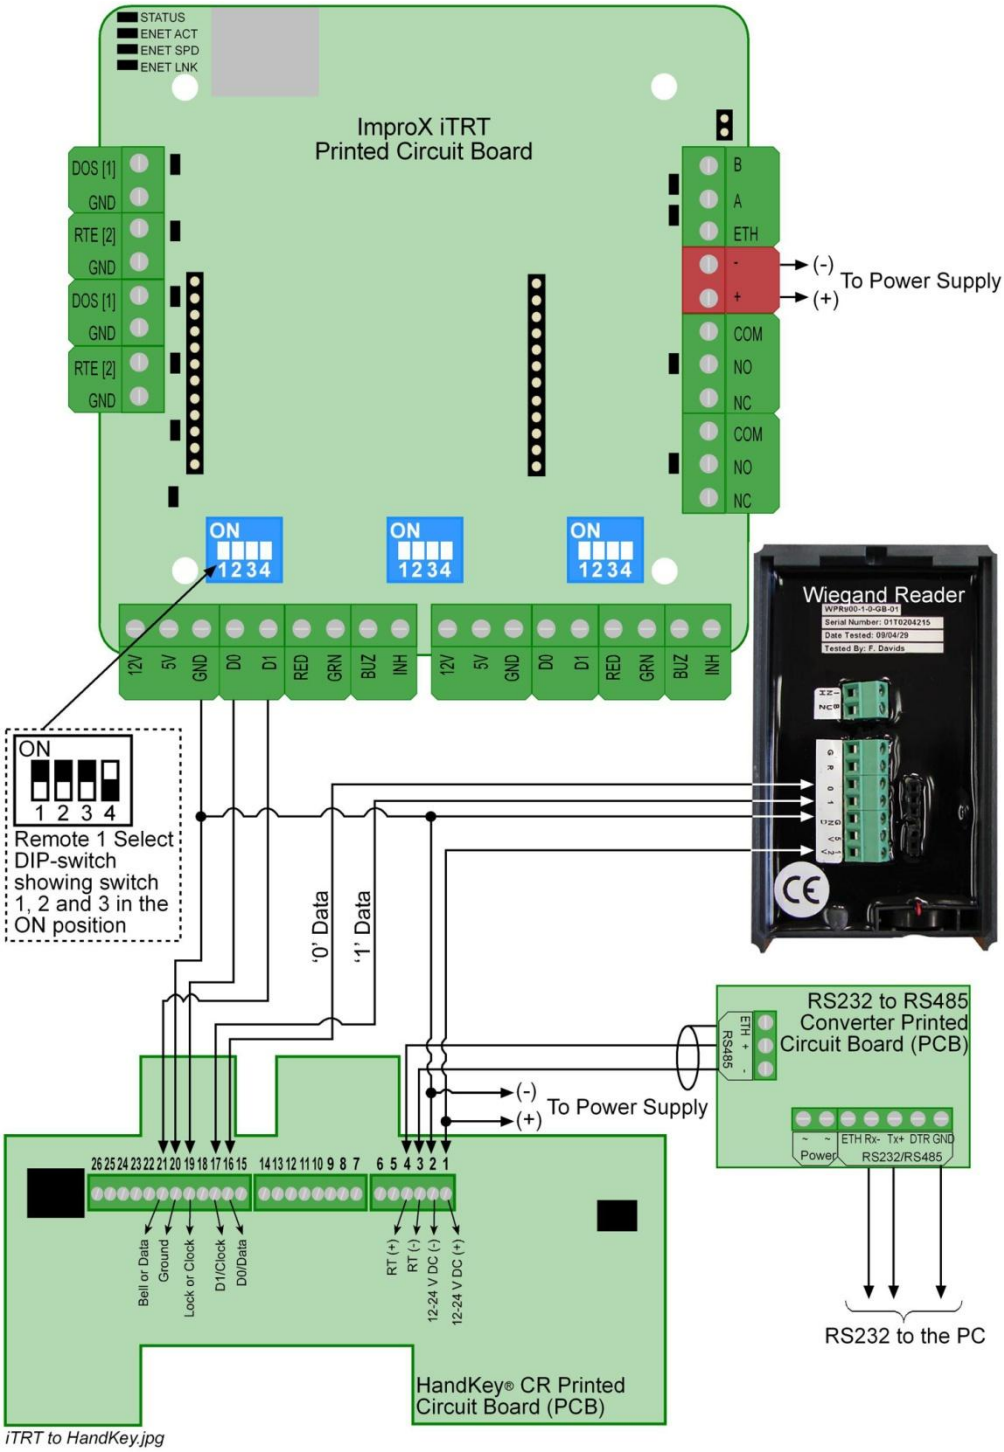
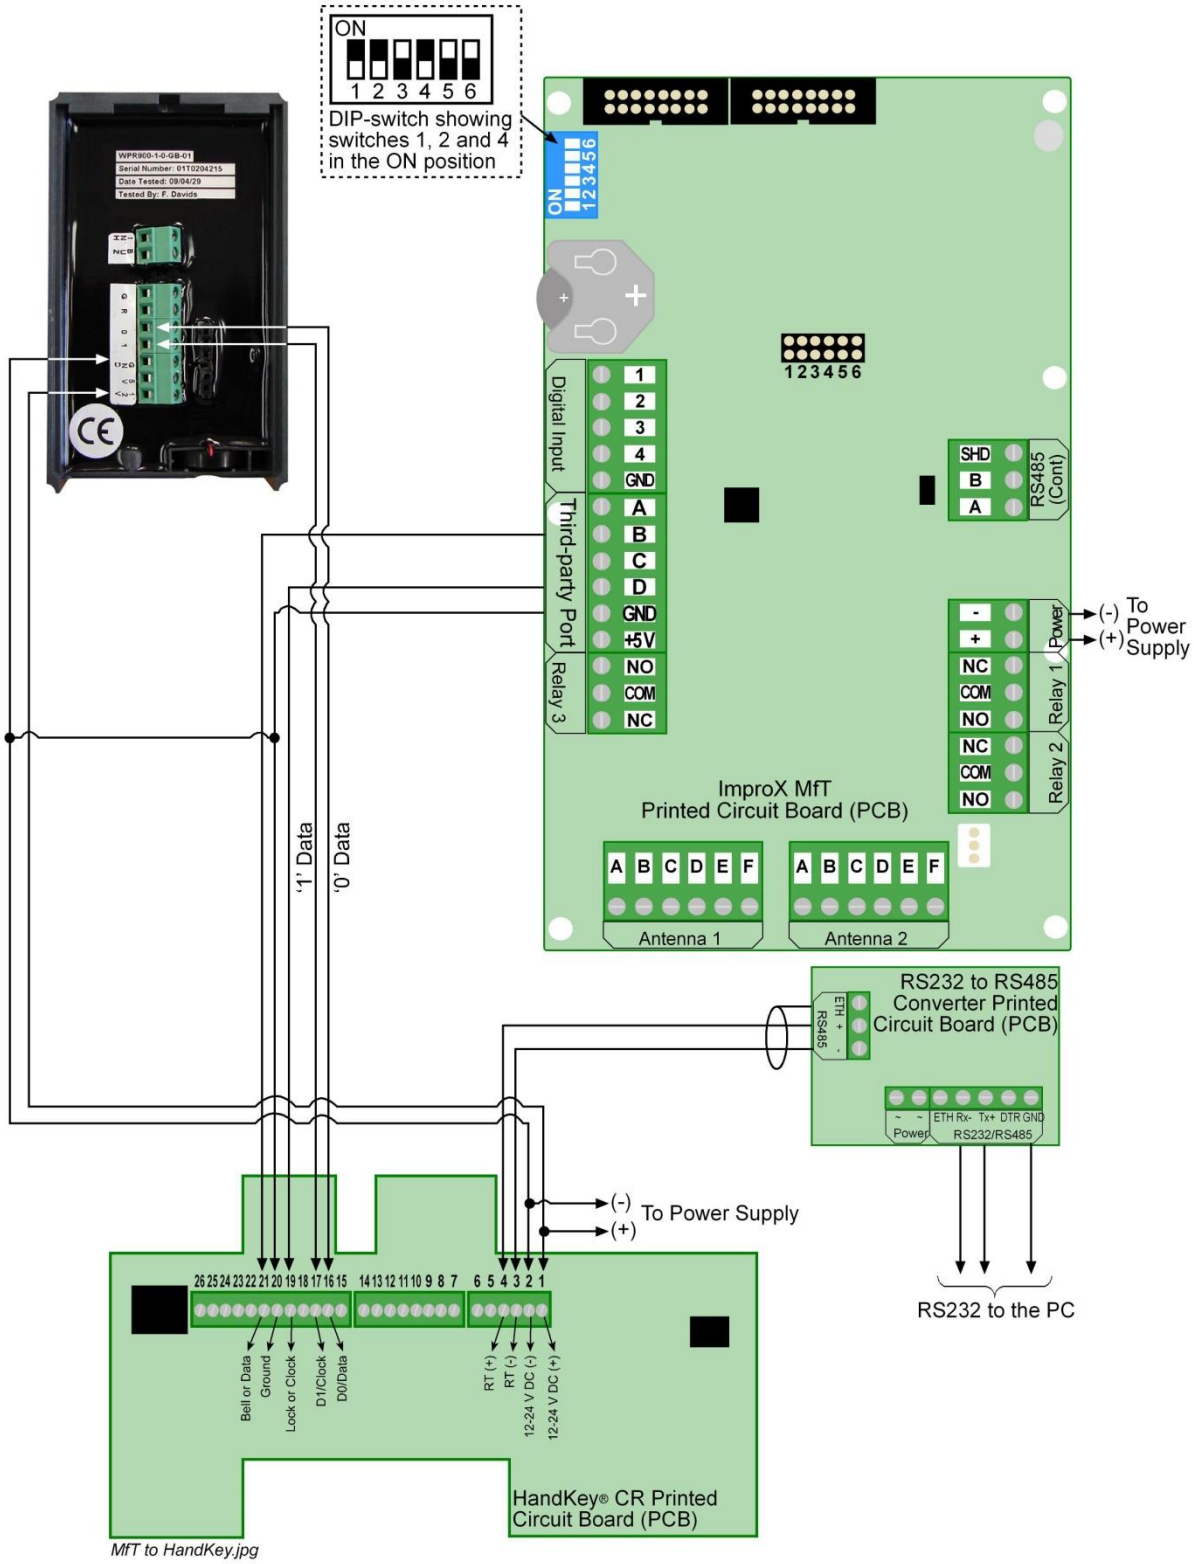
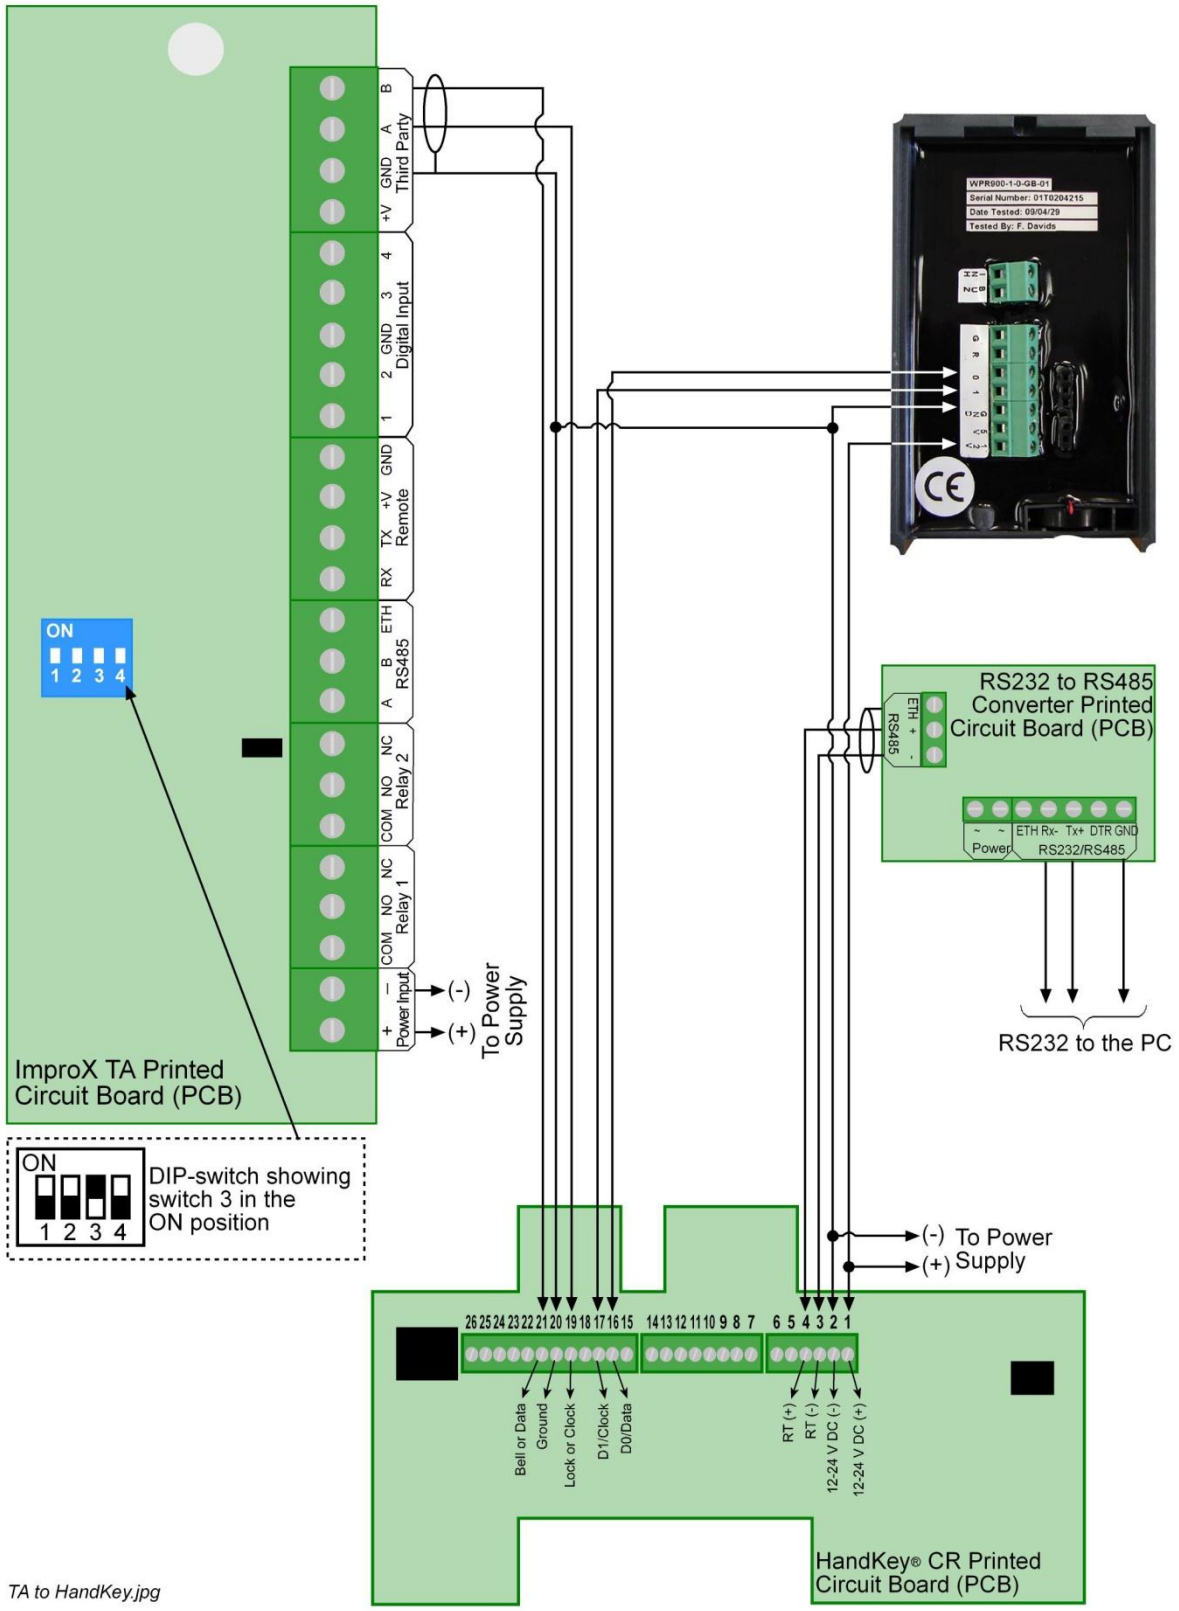

Figure 17 – HandKey® CR Reader Connected to the ImproX iTRT and LAN
Figure 18 – HandKey® CR Reader Connected to the ImproX MfT and LAN
Figure 19 – HandKey® CR Reader Connected to the ImproX TA and LAN
1. Connect the HandKey® Reader as shown in Figure 17, Figure 18 or Figure 19.